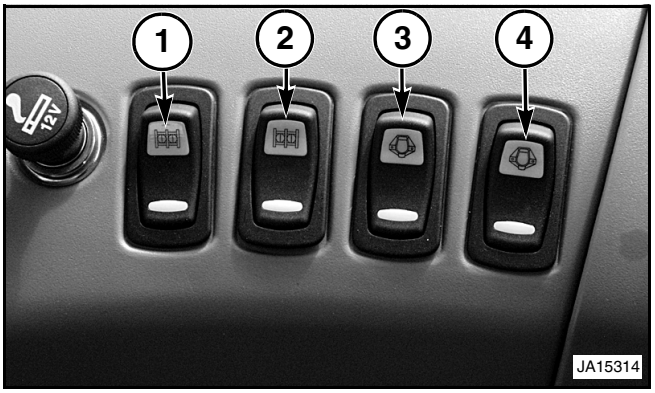

Рис. 136
Рис. 136: Клавишный переключатель (1) управляет подачей питания на винтовой зажим один, а клавишный переключатель (2) управляет подачей питания на винтовой зажим два. Дополнительный переключатель питания (3) управляет подачей питания на вспомогательный штырьковый контакт "A" разъема питания прицепа. Дополнительный переключатель питания (4) управляет подачей питания на вспомогательный штырьковый контакт "B" разъема питания прицепа.